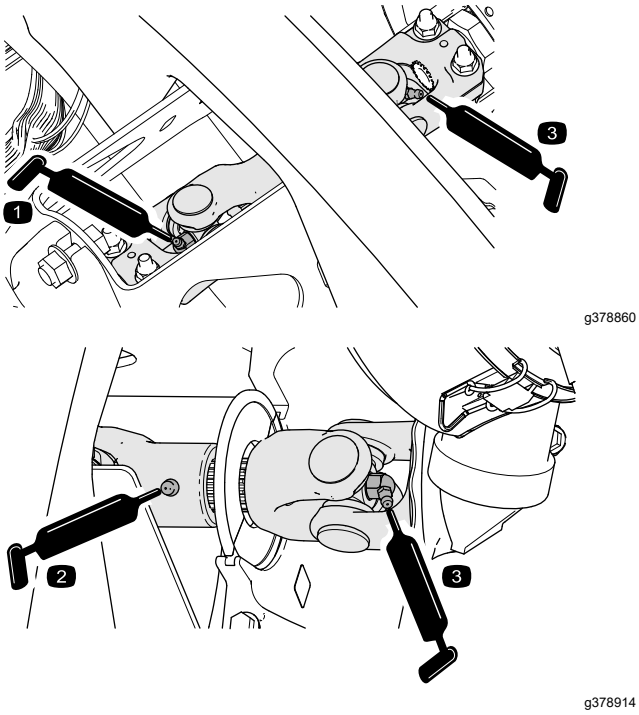

Figur 70
- Pumpens drivaxel, U-led (3) (Figur 70)